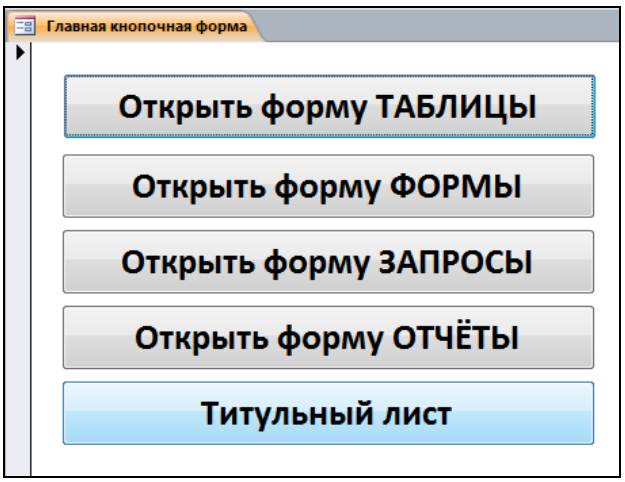

Рис. 7.13. Главная кнопочная форма
2.5. На форме прорисовываются кнопки, при нажатии на которые будут открываться формы второго уровня: *Таблицы*, *Формы*, *Запросы*, *Отчеты*, а также кнопка перехода к *Титульному листу База данных «Товары»* (рис. 7.13).